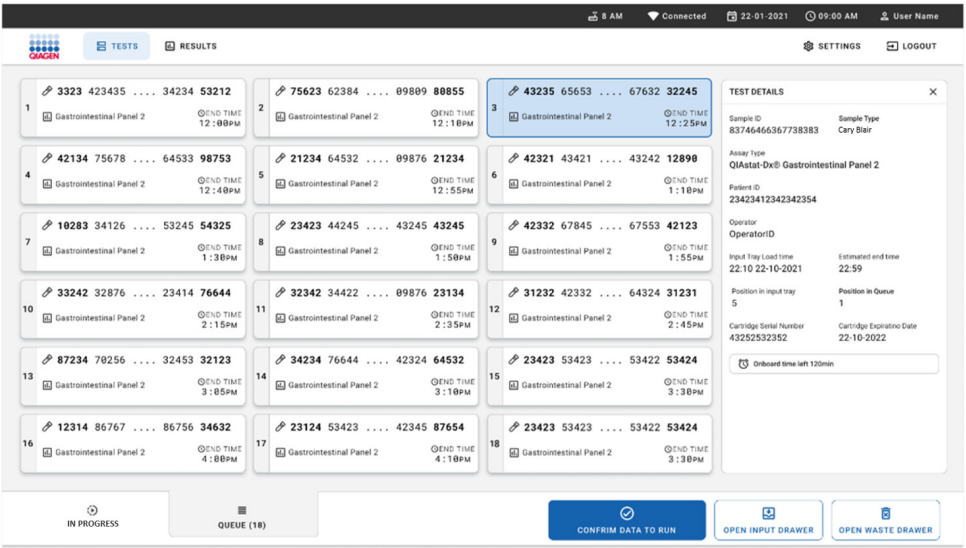
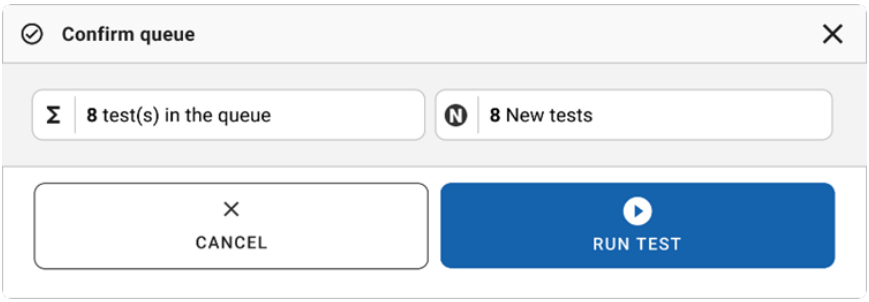

Рисунок 29. Экран очереди проб с выбранной тест-системой, показывающий дополнительную информацию
Рисунок 31. Окончательное подтверждение для запуска анализа
Если выбрать анализ на сенсорном экране, дополнительная информация отображается на экране в разделе **TEST DETAILS** (ПОДРОБНАЯ ИНФОРМАЦИЯ ОБ АНАЛИЗЕ) (рисунок 29).
15. Если все отображаемые данные верны, нажмите кнопку **CONFIRM DATA TO RUN** (ПОДТВЕРДИТЬ ДАННЫЕ ДЛЯ ЗАПУСКА) в нижней части экрана (рисунок 29). После этого от оператора требуется окончательное подтверждение для начала выполнения анализа (рисунок 31).